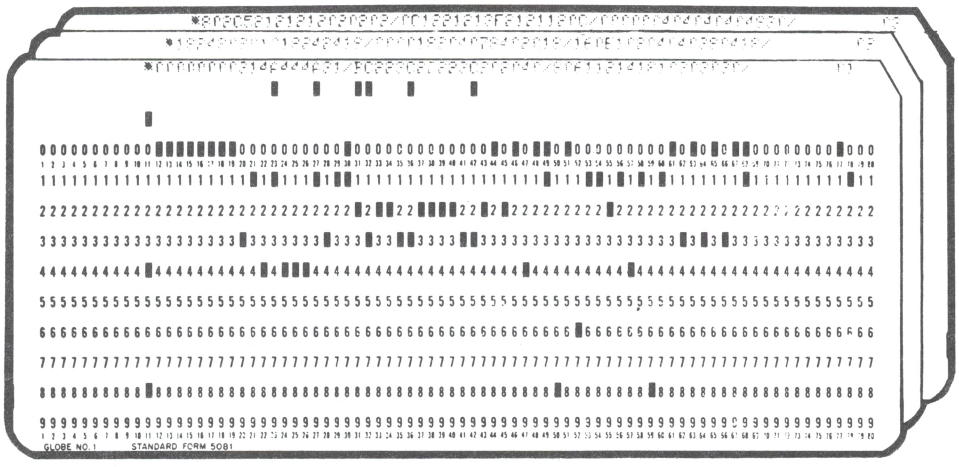

FIGURE 5 – PAPER TAPE FORMAT
2. Hexadecimal coding using ASCII Paper Tape Punch (Figure 5)
4. Transfer the hexadecimal figures either to punched cards (Figure 3) or to paper tape (Figure 5).